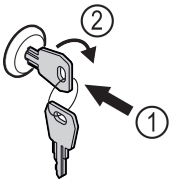

Fig. 190
▶ Introduceți cheia prin apăsare. *Fig. 190 (1)*
▶ Rotiți cheia cu 90° în sensul acelor de ceasornic. *Fig. 190 (2)*